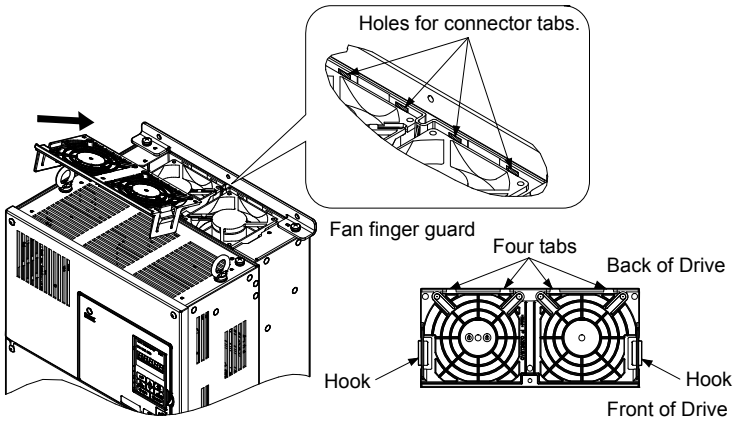

Figure 7.19 Reattach the Fan Finger Guard: 4A0088 and 4A0103
3. Angle the fan finger guard as shown in *Figure 7.19* and insert the connector tabs into the corresponding holes on the drive.